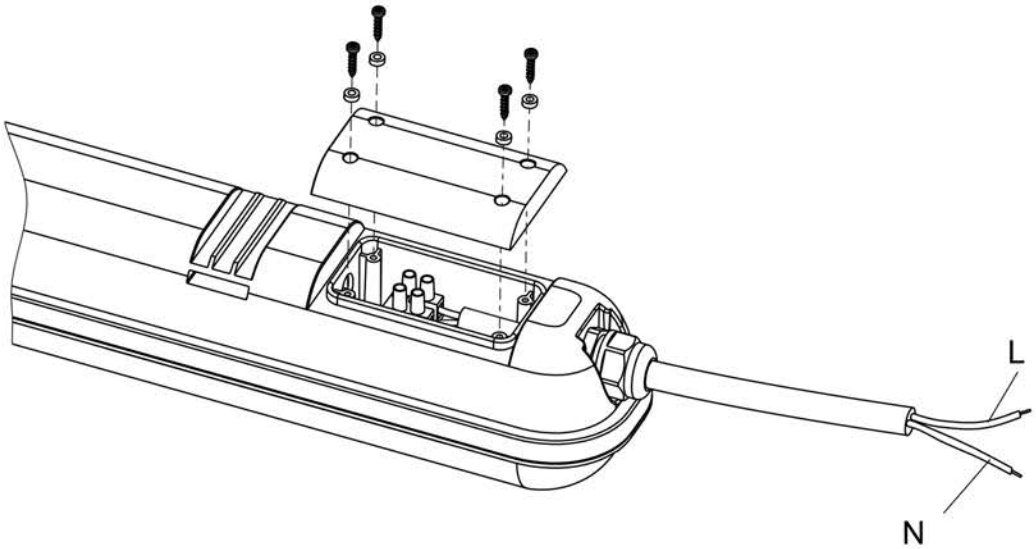

Рисунок 2
5.1 Подключение светильников ДСП 1421 ÷ ДСП 1426 (рисунок 2):